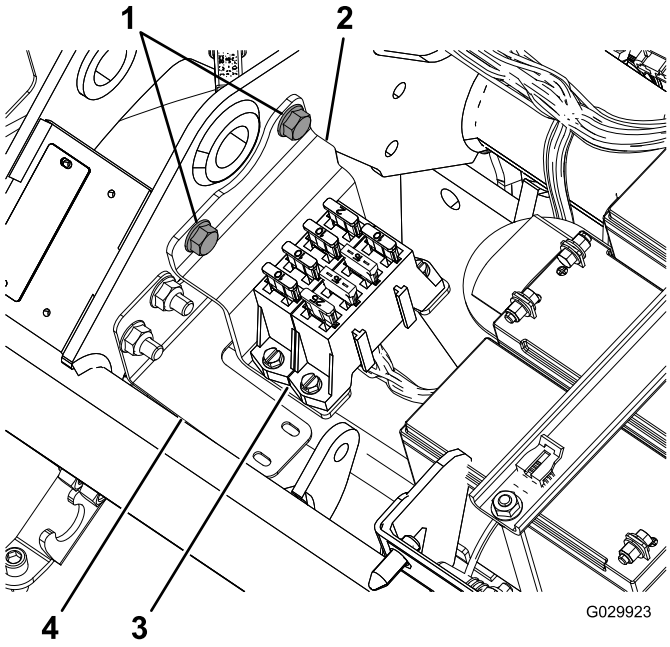

Рисунок 2
8. Снимите монтажный кронштейн, удерживающий блок предохранителей под сиденьем (Рисунок 2).
Примечание: Проложите жгут по контуру кронштейна жгута; см. Рисунок 2.